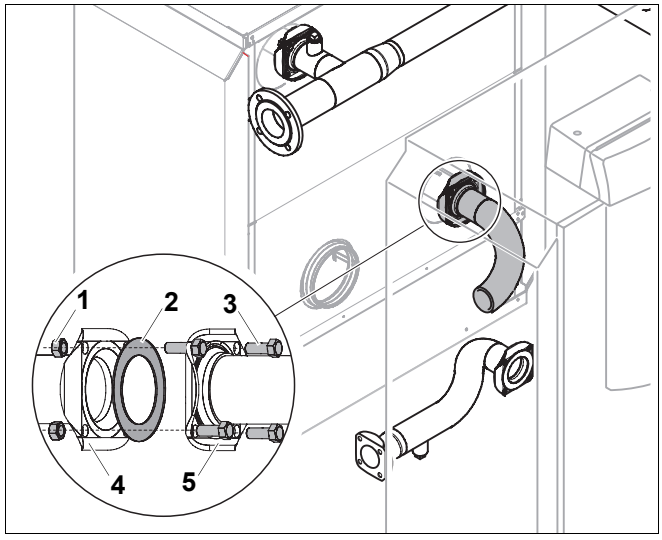

Rys. 9 Montaż kształtki przewodu powrotu na drugim kotle grzewczym
- Ułożyć uszczelkę (rys. 9, **poz. 2**) na kołnierzu króćca powrotu drugiego kotła grzewczego.
- Kołnierz kształtki przewodu powrotnego (rys. 9, **poz. 5**) przykręcić do kołnierza króćca powrotu (rys. 9, **poz. 4**) na kotle grzewczym, używając czterech śrub (rys. 9, **poz. 3**) i nakrętek (rys. 9, **poz. 1**).